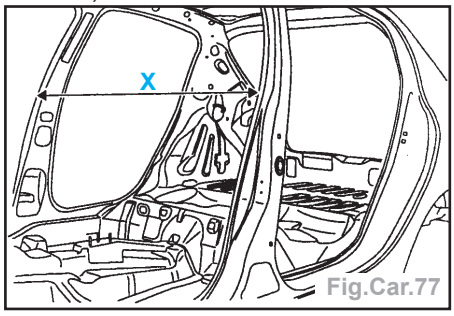

Fig.Car.77
- Contrôler le jeu X = 1360 ± 1 mm (Fig. Car.77).